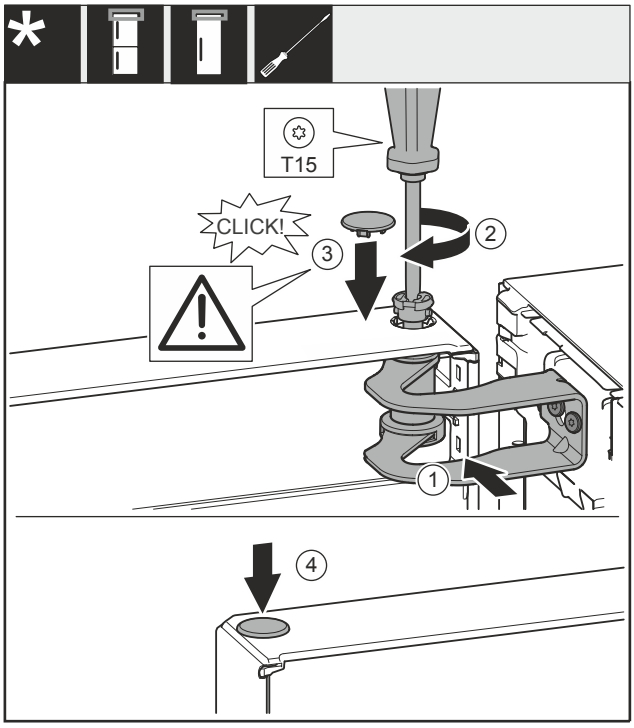

Fig. 59
- ▶ Nolīmeņojiet durvis pret atveri gultņa balstā *Fig. 59 (1)*.
- ▶ Ievietojiet tapu *Fig. 59 (2)* un pieskrūvējiet ar skrūvgriezi.
- ▶ Ievietojiet pārsegu *Fig. 59 (3)*.
- ▶ Pārbaudiet, lai pārsegs *Fig. 59 (3)* piekļautos pie durvīm.
- ▶ Ievietojiet pārsegu *Fig. 59 (4)*.